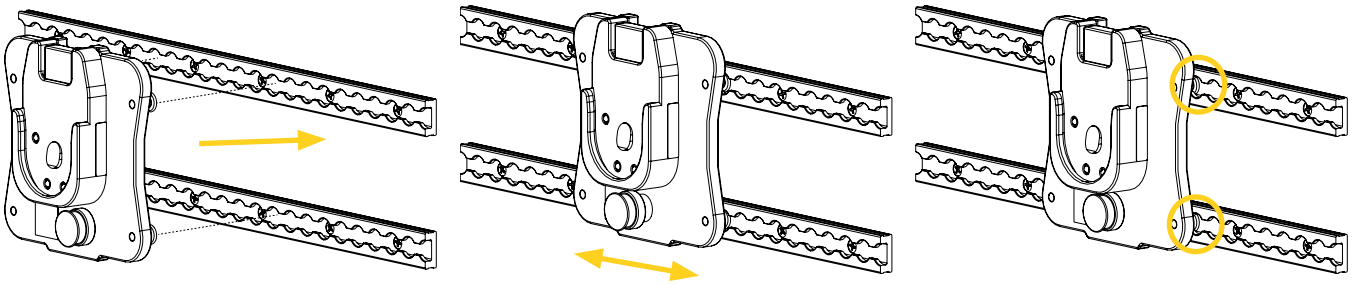
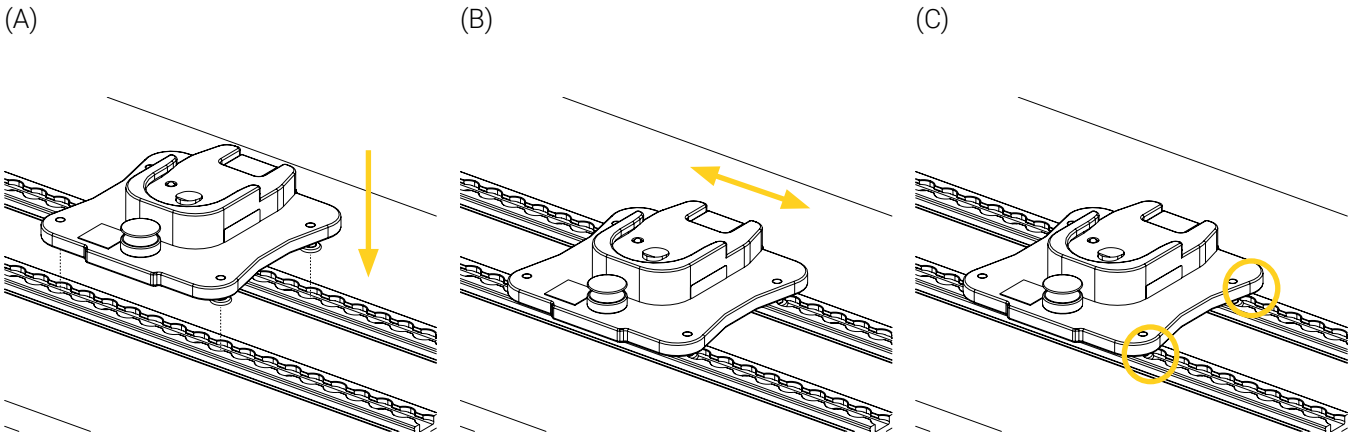

Figure 13: Installing the Q-Protrak on vertical load-bearing tracks
Figure 14: Installing the Q-Protrak on horizontal load-bearing tracks
1. Align and insert the stud fittings located behind the Q-Protrak in the slots of the vertical load-bearing tracks with the knob towards the top (Figure 13) or in the slots of the top and bottom horizontal load-bearing tracks in the orientation of your choice (Figure 14). Refer to the « Orientation Illustrations » section on page 16 if needed.
2. Slide the Q-Protrak towards the left or towards the right along the vertical tracks (Figure 13) or back and forth along the horizontal tracks (Figure 14) until the stud fittings insert in the anchor points and you hear the click sound.